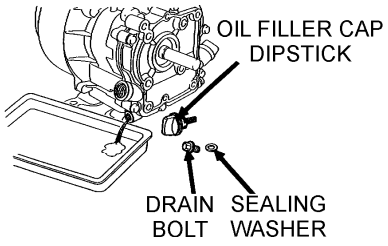

Figure 21. Engine Oil (Draining)
1. Drain the engine oil when the oil is ***warm*** as shown in Figure 21.